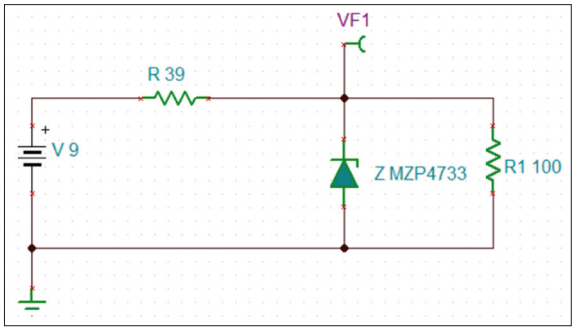

Figure 4.19 Simulation circuit.
- Draw the circuit as shown in Figure 4.19 by selecting the MZP4733 as Zener diode model. This is a 5.1 V Zener diode.